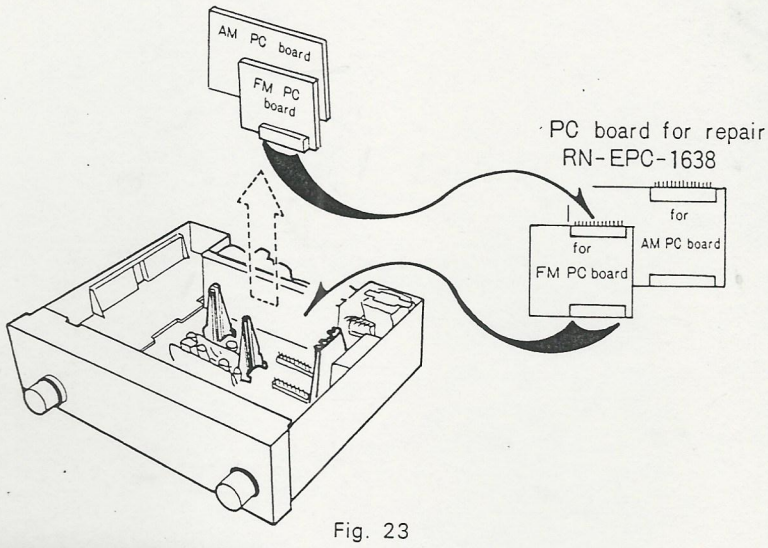

Fig. 23
a. Use PC board for repair (RN-EPC-1638) when reparing or adjusting AM PC board and FM PC board. (Fig. 23)